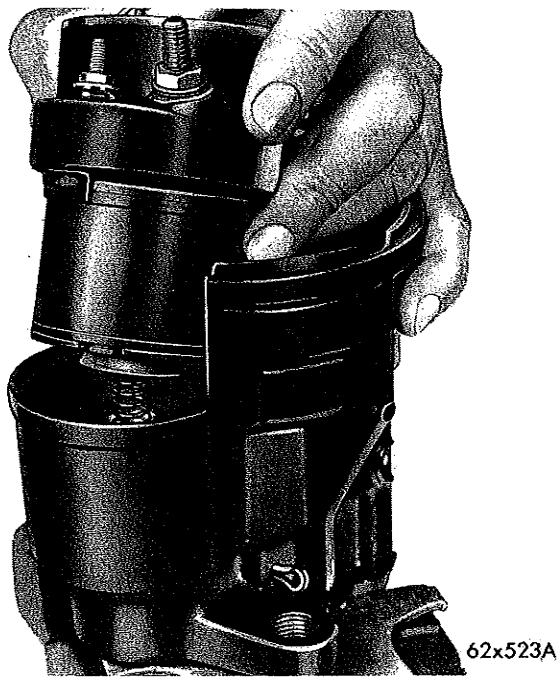

***Fig. 23—Installing Solenoid and Brush Holder into Gear Housing***
(15) Carefully enter solenoid coil and brush plate assembly into bore of gear housing and position brush plate assembly into starter gear housing. Align tongue of ground terminal with notch in brush holder (Fig. 23).